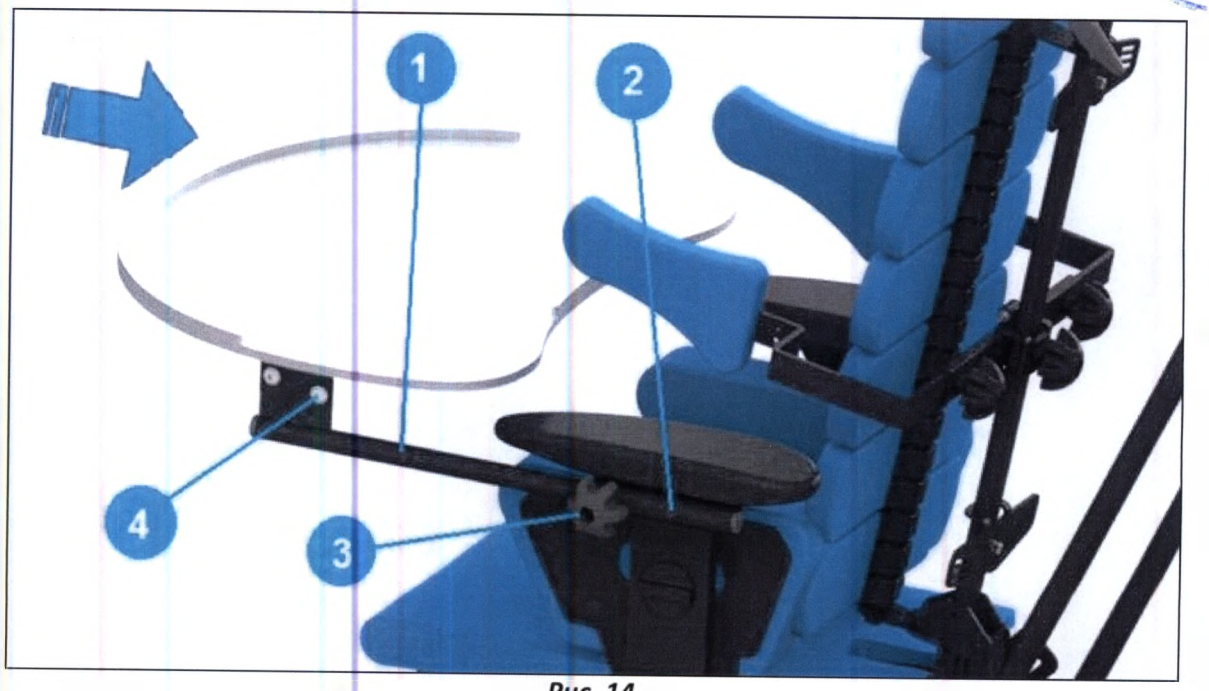

Рис. 14
8.4.3 Регулировка угла наклона столика *Рис. 14*.